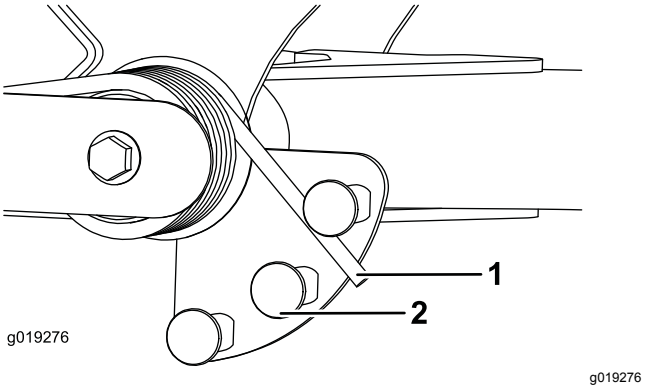

Figur 67
2. Sätt ett rör eller liknande på den långa fjäderänden och vrid det runt fjäderdonet till önskat läge (Figur 67).